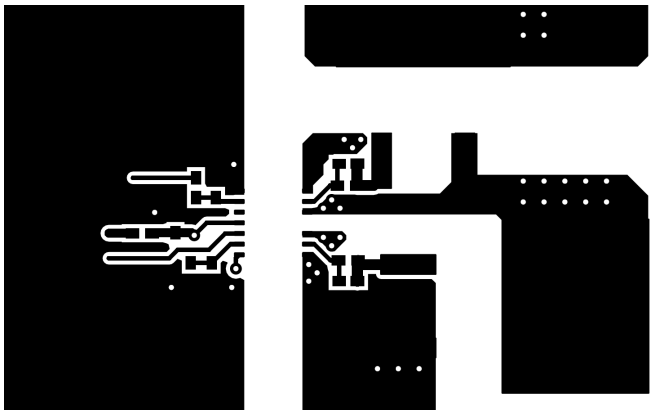
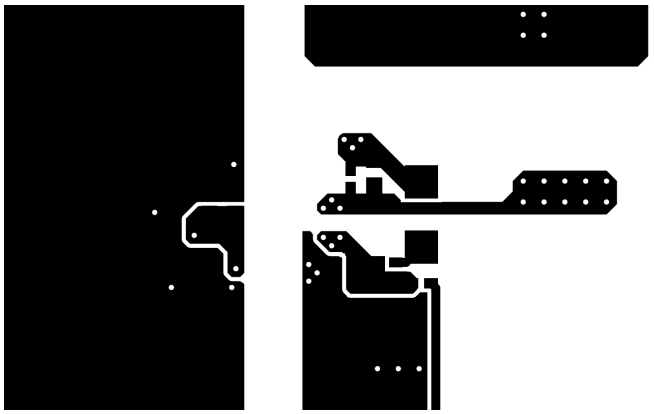

图 44. Top Layer Traces and Copper
图 45. Bottom Layer Traces and Copper
- Increasing the PCB copper connecting to VDDA, VDDB, VSSA and VSSB pins is recommended, with priority on maximizing the connection to VSSA and VSSB (see 图 44 and 图 45). However, high voltage PCB considerations mentioned above must be maintained.
图 44 and 图 45 shows top and bottom layer traces and copper.